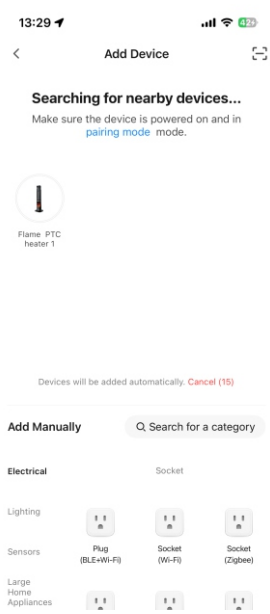
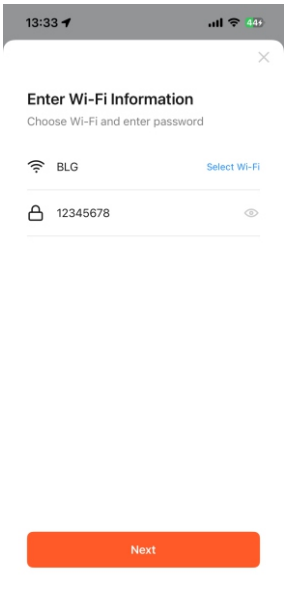

Imagen4
Imagen5
3) A continuación, aparecerá la pantalla de la imagen 4. Haz clic en el icono indicado por la flecha, selecciona la red Wi-Fi con la que puedas conectarte a Internet, introduce la contraseña de la red y pulsa «Siguiente», tal y como se muestra en la imagen 5.